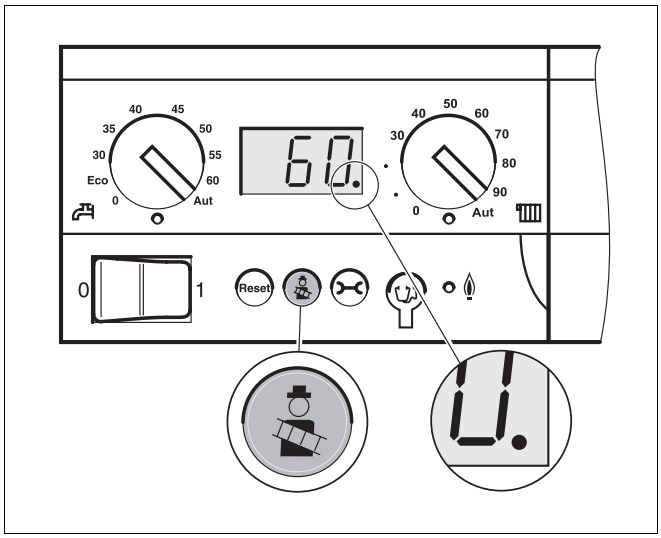

Rys. 21 Moduł podstawowy Logamatic BC10
- Uruchomić test spalin na module podstawowym Logamatic BC10, naciskając przycisk „Test spalin" tak długo, aż na wyświetlaczu pojawi się kropka oznaczająca miejsca dziesiętne (Rys. 21). Palnik załącza się.